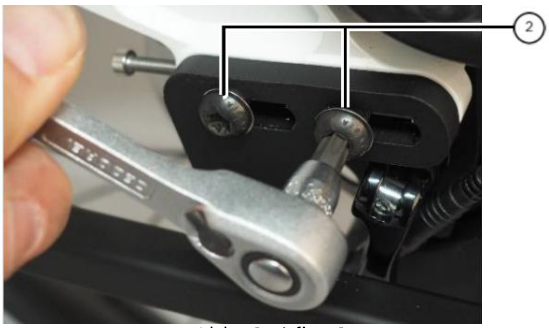

Abb. C1 / fig. C1
Sideloader mit M8x30 Schrauben ② und Unterlegscheiben festschrauben (Abb. C1). Anzugsmoment: 18 Nm.
Tighten the sideloader with M8x30 screws and washers (Fig. C1). Tightening torque: 18 Nm.